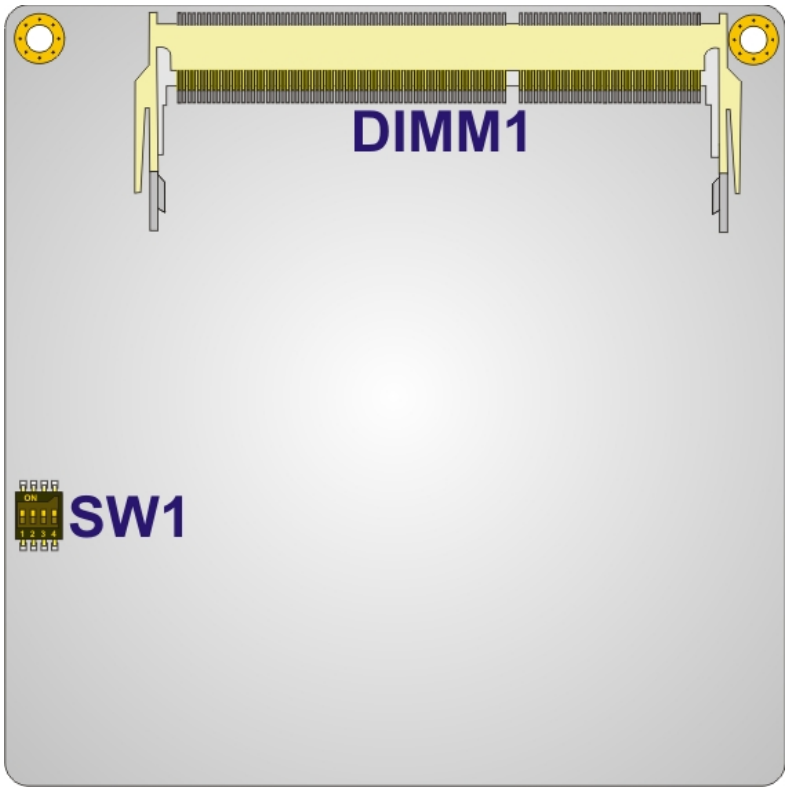

**Figure 3-1: Connector and Jumper Locations (Front Side)**
**Figure 3-1** shows the on-board peripheral connectors, backplane peripheral connectors and on-board jumpers.